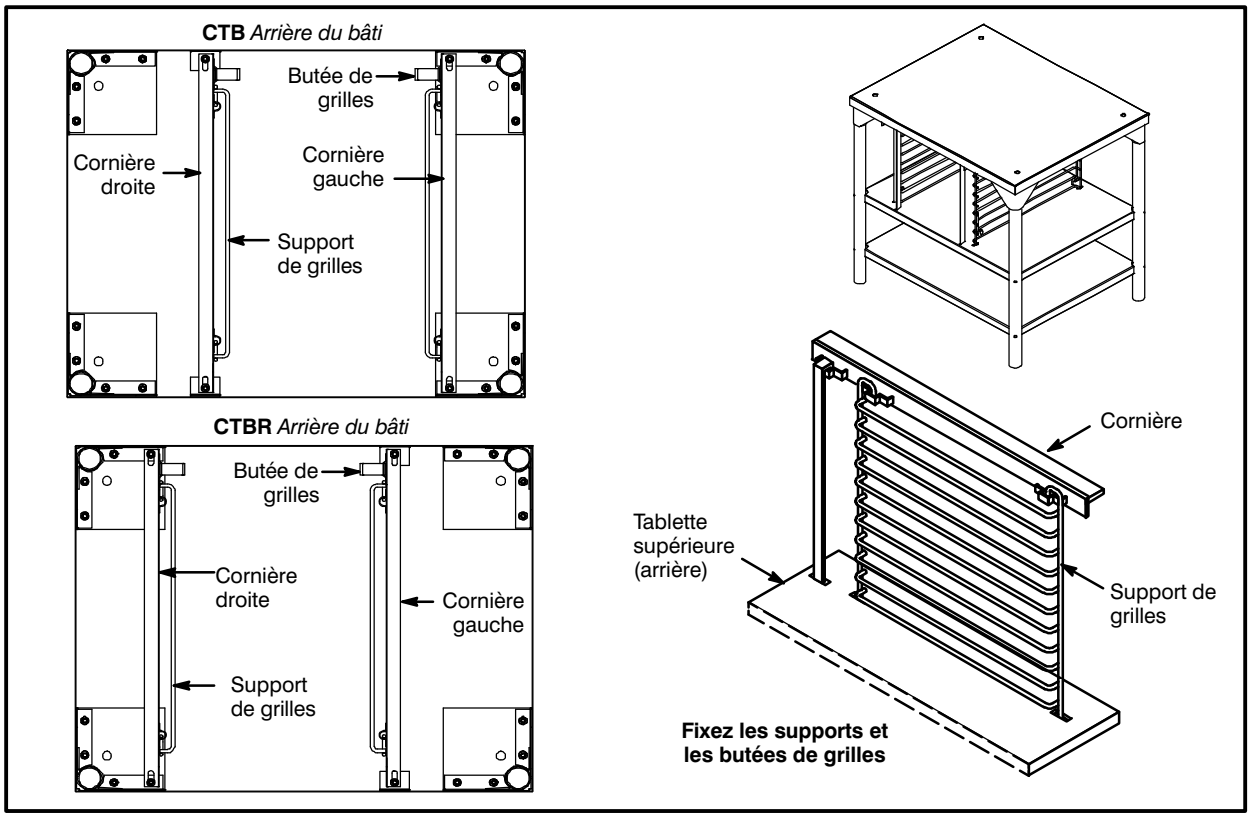

Figure 3
1. Mettez le cadre du bâti à l'envers sur le plancher, comme l'illustre la Figure 3.
REMARQUE: Veillez à ce que les cornières et les pinces se trouvent à l'emplacement approprié pour la configuration de votre four. Reportez–vous à la Figure 3.